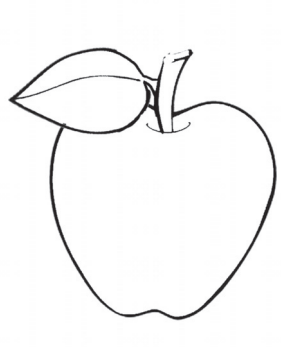

Рис. 1. *Перевод рисунка на ткань в зеркальном отображении*
1. При помощи копировальной бумаги и остро заточенного карандаша рисунок для аппликации переводят на изнаночную сторону основной ткани в зеркальном отображении *(рис. 1)*.